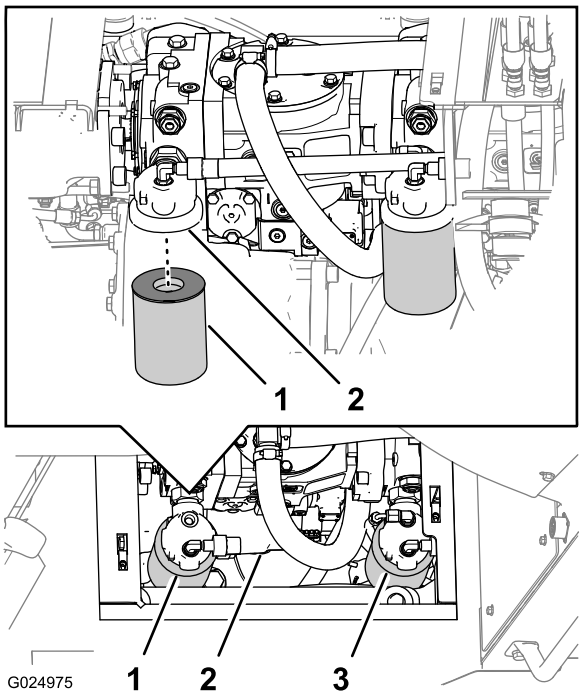

Figura 110
Nota: Puede tener acceso al filtro hidráulico de carga desde debajo del lado derecho de la máquina, detrás del depósito de aceite hidráulico (Figura 110).
2. Coloque un recipiente debajo del filtro hidráulico de carga (Figura 110).
3. Gire el filtro hidráulico de carga en sentido antihorario y retire el filtro (Figura 110).